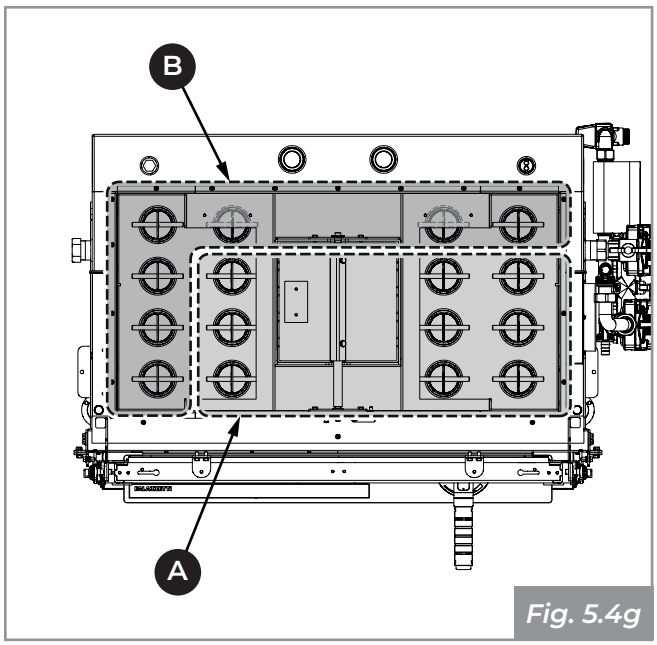

Fig. 5.4g
- Slide out all the turbulators from the top **(A - Fig. 5.4g)**, except for the four rear ones and the three on the side opposite the hydraulic system, which must be removed from below **(B - Fig. 5.4g)**;